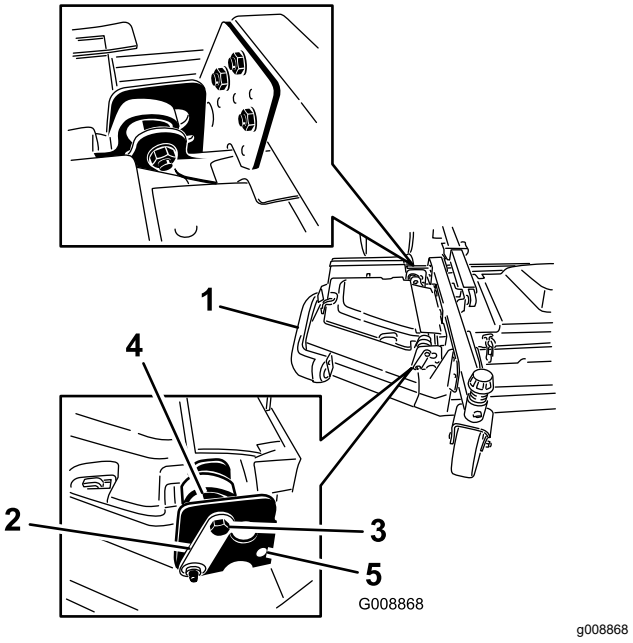

**Figuur 7**
2. Draai de bouten en moeren los waarmee de 2 excentrische afstandsstukken vastzitten aan de winglets (Figuur 7).
4. Draai de achterste excentriek (het dichtst bij de tractie-eenheid) tot het uiteinde van het buitenste blad ongeveer 3 mm hoger is dan de gewenste maaihoogte (Figuur 7).